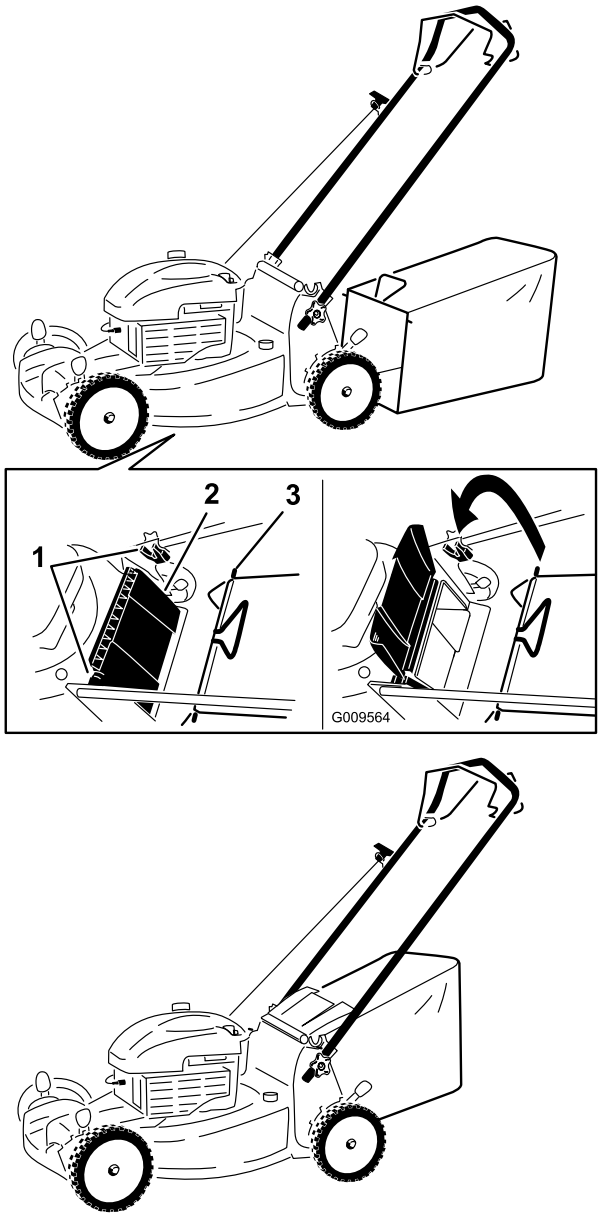

Bild 19
1. Heben Sie das hintere Ablenkblech an und halten Sie es hoch (Bild 19).
2. Setzen Sie den Grasfangkorb ein, stellen Sie sicher, dass die Stifte am Fangkorb in den Kerben am Griff sind (Bild 19).